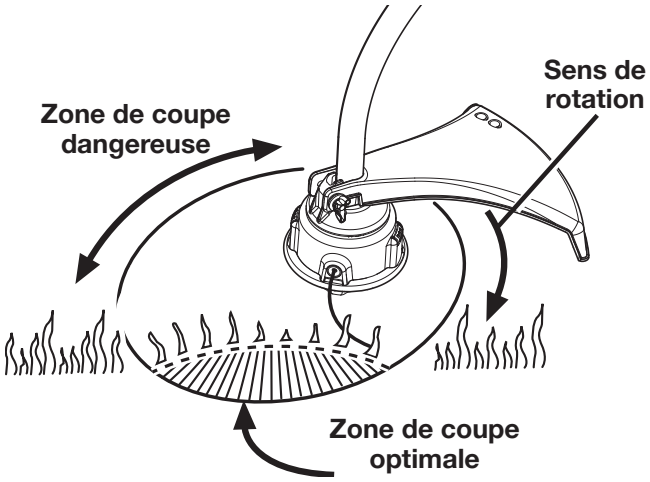

Figure 12
Voir les figures 12 et 13.
3. Pour couper avec le taille-bordures à arbre courbe, utiliser un mouvement de balayage de droite à gauche. Ceci évite que les débris soient projetés en direction de l'opérateur. Éviter de couper dans la zone dangereuse montrée aux figure 12 et 13.